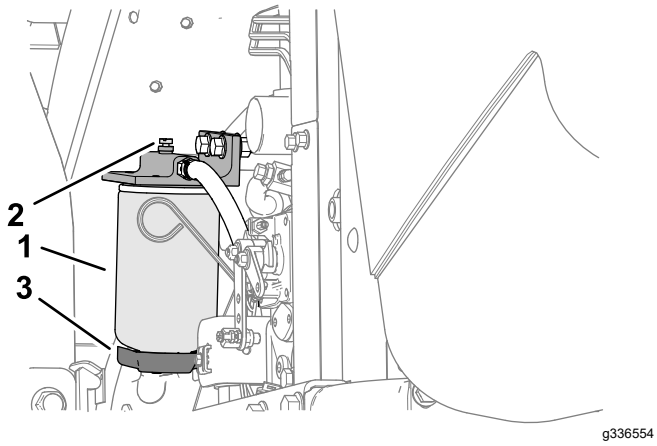

**Figur 77**
4. Lossa avtappningsventilen i botten på filterskålen (Figur 77).
3. Rengör området där filterskålen ska monteras (Figur 77).